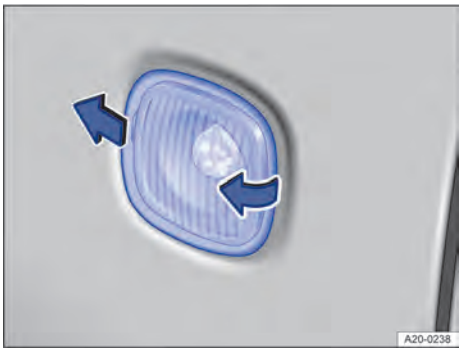

**Fig. 163** En el lateral del vehículo: desmontar el intermitente lateral.
2. Presione el intermitente lateral en el sentido de la marcha y desprenda la parte trasera → fig. 163.